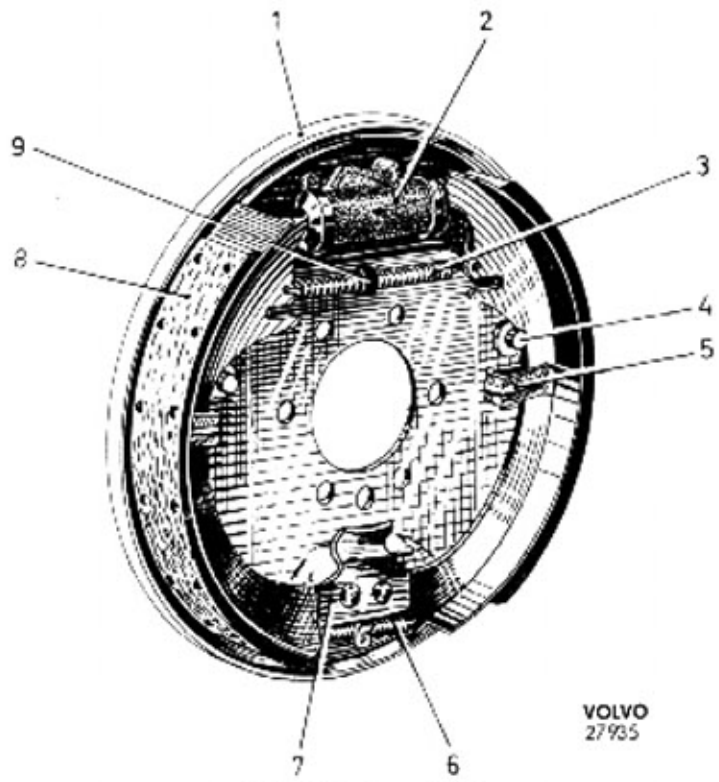

Bild 51-1. Bromssköld
Bromsbackarna är rörligt fästade vid bromsskölden, se bild 51-1. Backarna hålles tryckta mot justerskruvarna (4) och styrningen (7) av returfjädrarna (3 och 6). Genom denna upphängning är bromsbackarna självcentrerande.
3. Tag bort låsklämmorna (5 bild 51-1) och lyft bort bromsbackarna.
Montera bromsbackar och returfjädrar, glöm ej gummiringen på övre fjädern, se bild 51-1. Kontrollera efter monteringen att gummiringen ligger an mot bromsskölden, att bromsbackarna är i rätt läge och att beläggen och trumman är väl rengjorda. Montera därefter bromstrumma och hjul enligt avd 7, grupp 77.